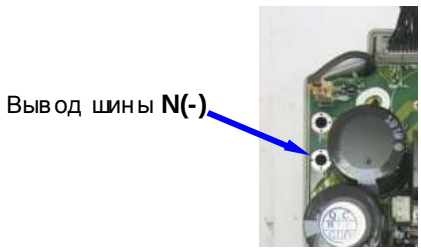

Рис. 4.7. Вывод шины N(-) на плате драйверов
4.6.7. Демонтировать среднюю часть корпуса с платой ЦП. Проверить цепь **N(-)-R** на плате драйверов мультиметром в режиме «Прозвонка диодов» как показано на рисунке 4.8. Вывод шины **N(-)** на плате драйверов показан на рис. 4.7. Цепь **N(-)-R** должна «звониться» как диод (при прямой проводимости показания прибора 200.....1000, рис. 4.8а, при обратной проводимости – «Обрыв цепи», рис. 4.8б).